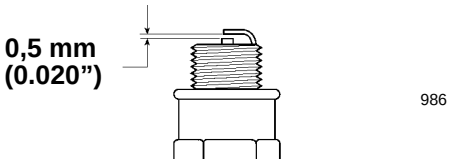

Afbeelding 30
5. Stel de elektrodenafstand in op 0,5 mm (0.020”) (Afb. 30).